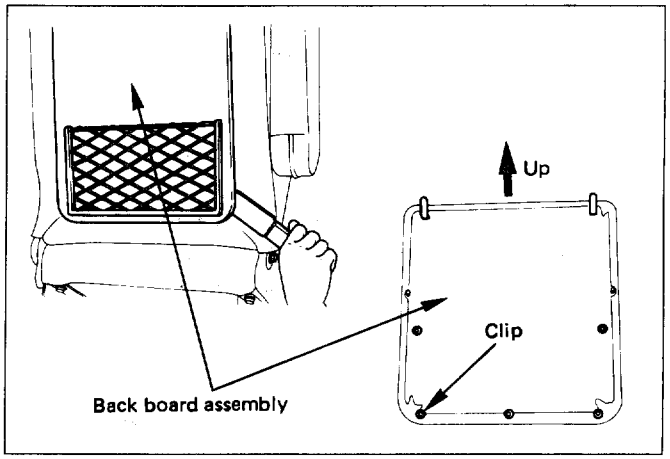

Fig. 10-185
- Pull out the back board while prying the clip of the back board free from the seat back assembly. (Fig. 10-185)